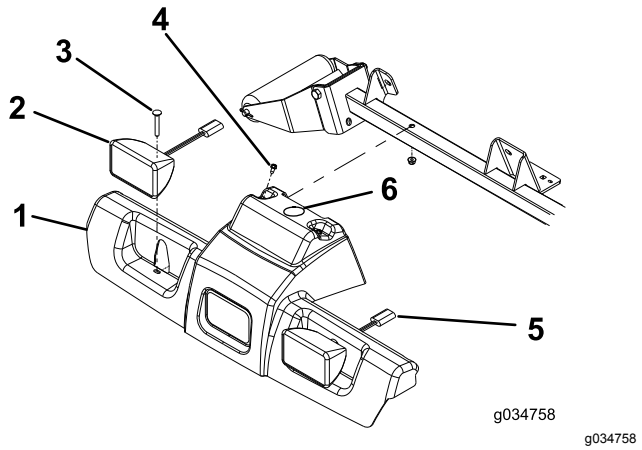

Figur 1
1. Afmonter møtrikkerne fra de to bræddebolte, der fastgør forlygterne til traktionsenhedens stel (Figur 1).
2. Afmonter de to selvskærende bolte, der fastgør toppen af platformsafskærmningen til stellet (Figur 1).
3. Træk forlygtekonnektorerne ud, og fjern platformsafskærmningen fra stellet (Figur 1).
4. Bor et hul på 38 mm i platformsafskærmningen som vist i Figur 1.